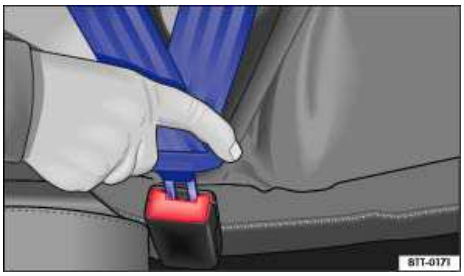

Fig. 52 Inserting the buckle tongue into the belt buckle.
- Insert the tongue into the correct buckle for your seat until you hear it latch securely ⇒fig. 52.